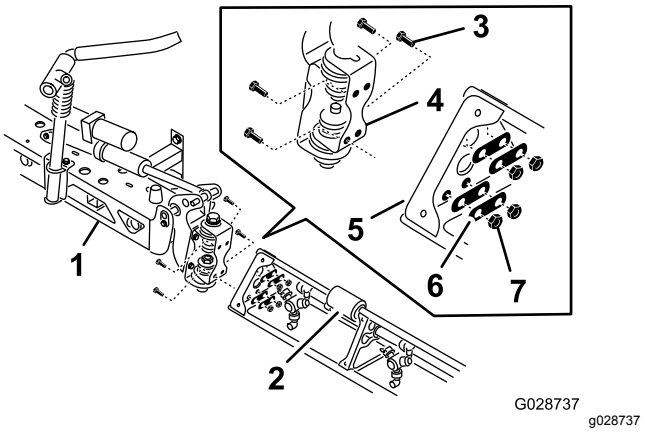

Figur 40
2. Drej hvert aksebeslag ved enden af midterbomsektionen, så beslagene flugter lodret med bommen (Figur 40).
4. Monter den hængslede plade på den trekantede plade med de 4 flangehovedbolte, 4 bagplader og 4 flangelåsemøtrikker (Figur 40), som du fjernede i trin 1.
6. Ret stangenden på bommens løftecylinder ind efter hullerne i hornet på aksebeslaget (Figur 40).
7. Fastgør stangenden på aksebeslaget med en gaffelbolt og en låseclips (Figur 40).